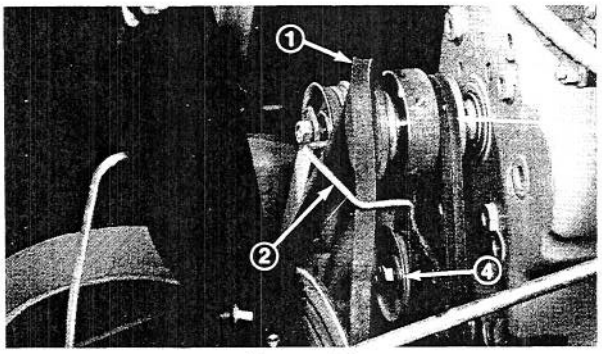

Figure 34
4. Remove the defective belt or belts; then install new belt(s). Make sure auger drive belt is installed to inside of the belt guide (Fig. 34). Traction drive belt must be installed against inside of the idler pulley (Fig. 34).
pulley and slide pulley further against belt (Fig. 34). Move the pulley only enough to remove belt slack, so that belt is not over-tensioned.